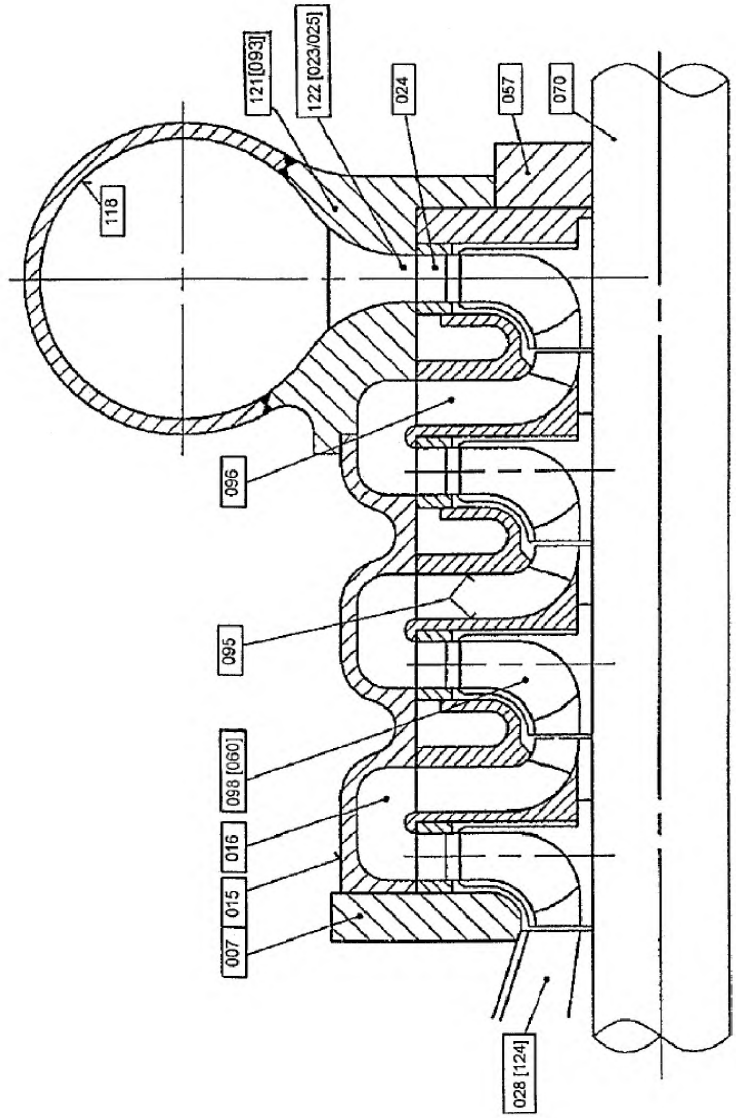

Рисунок 21 — Радиальные машины.
6.2.1.3 Многоступенчатые насосы и насосы-турбины, рисунок 21